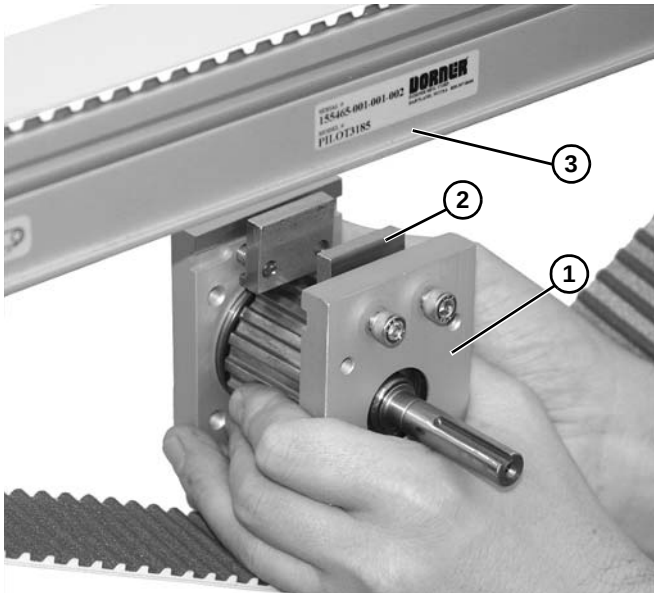

Figure 85
3. Descendre l'ensemble broche centrale **(Figure 85, élément 1)** le bloc de fixation **(Figure 85, élément 2)** de la cannelure du convoyeur **(Figure 85, élément 3)** de chaque côté du châssis du convoyeur.